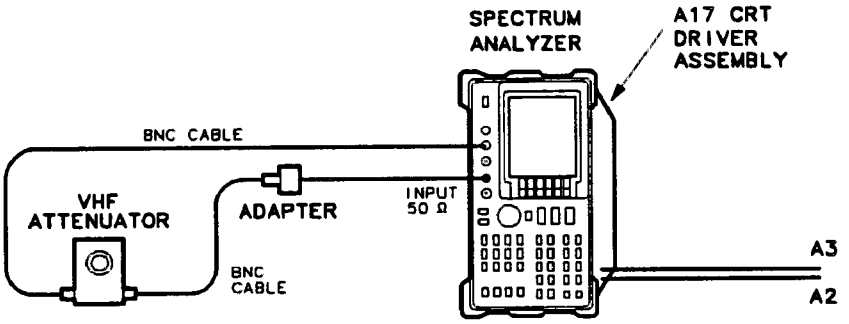

Figure 2-2. Display Adjustment Setup
1. Set the HP 8562A/B (LINE) switch OFF. Remove the analyzer's cover and fold out the A2 Controller and A3 Interface assemblies as illustrated in Figure 2-2. Connect the equipment as shown in Figure 2-2.
27. Press (PRESET) on the analyzer, and connect the equipment as shown in Figure 2-2. Set the HP 8562A/B controls as follows: